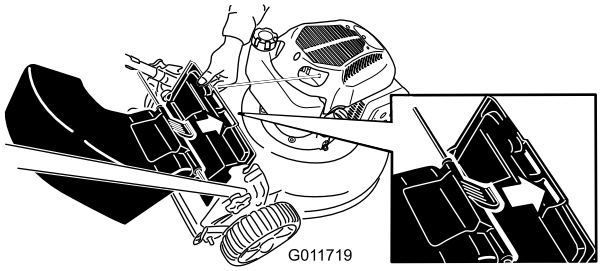

Figur 17
3. Sett tappen på den bakre utslippsavlederen i det høyre sporet i den bakre avlederen (Figur 17).